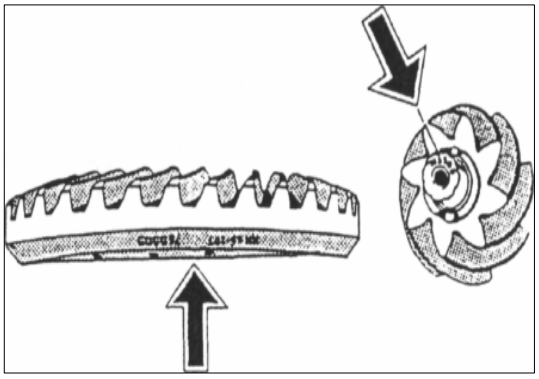

РИС. 326
1) Проверьте номера на ведущей и ведомой шестернях главной передачи они должны совпадать (см. рис.326).